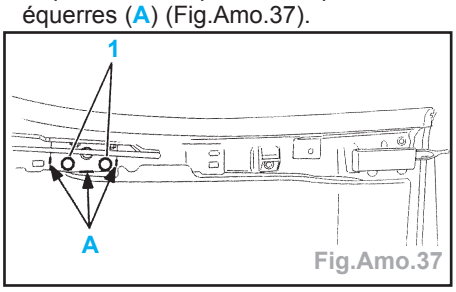

Fig.Amo.37
- Repérer de chaque coté la position des équerres (A) (Fig.Amo.37).